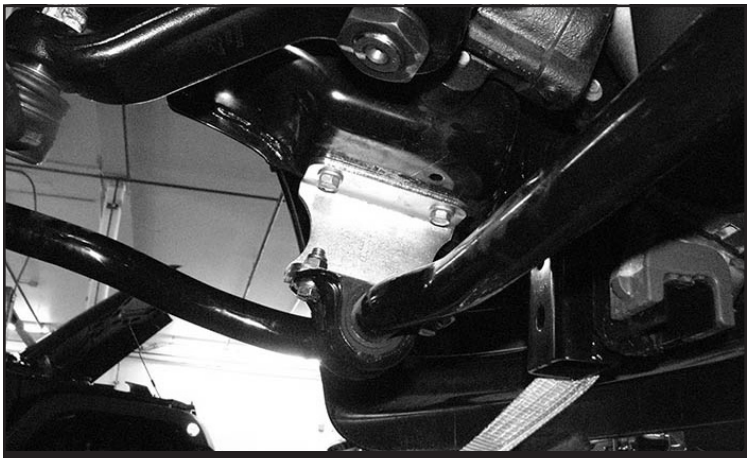

FIGURE 48 - STEP 48
48. Locate the new sway bar drop brackets FT44043 (Driver) and FT44044 (Passenger). Install the new brackets on the frame using the factory hardware. Install the sway bar onto the new brackets using the supplied 7/16” hardware. Torque to 80 ft-lbs. **SEE FIGURE 48**